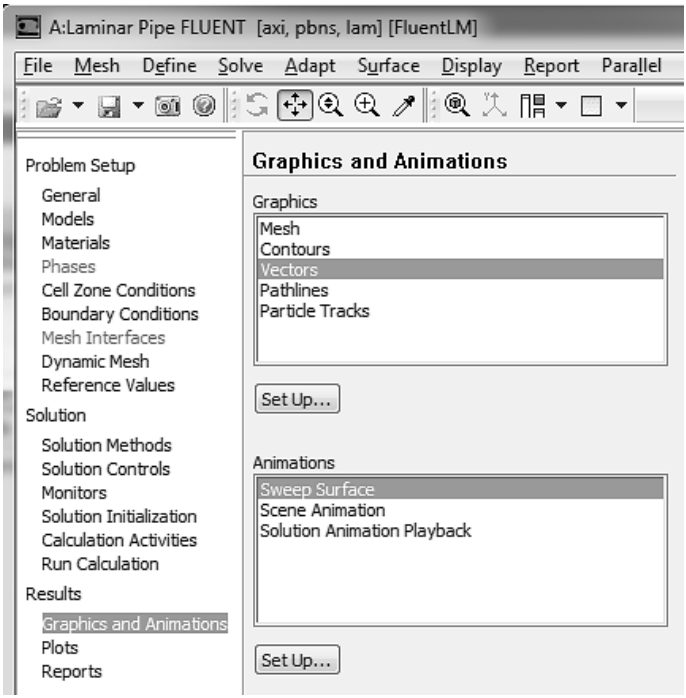

Рис. 58.
2) В окне Graphics выбираем Vectors и жмем кнопку Set Up…, рис. 58.